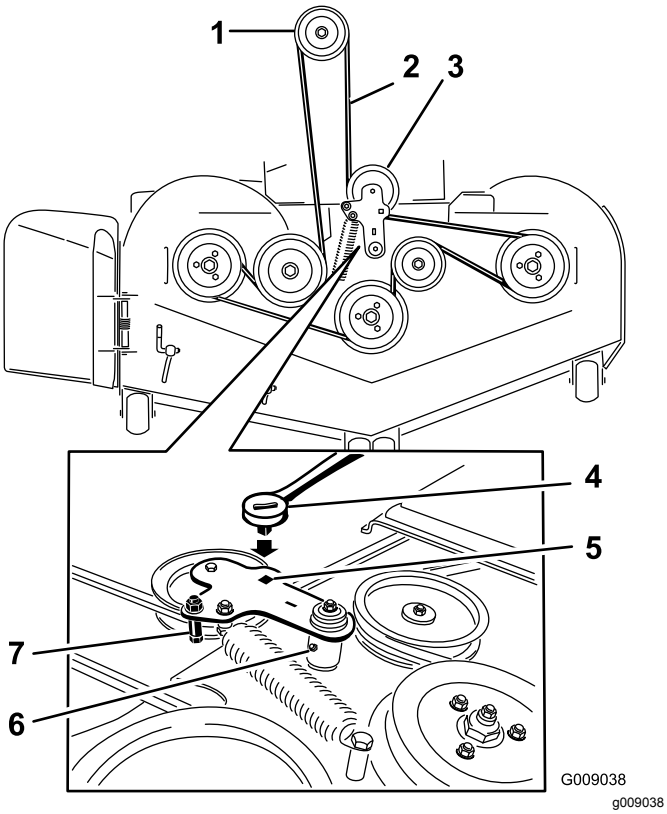

Figur 84
7. Använd en spärrhake i det fyrkantiga hålet i mellandrevsarmen för att flytta spänningen från mellanremskivfjädern (Figur 84).
9. Ta bort remstyrningen på den fjäderbelastade mellandrevsarmen (Figur 84).
11. Montera en ny rem runt klipparremsskivorna och kopplingsskivan under motorn (Figur 84).
12. Montera remstyrningen på mellandrevsarmen (Figur 84).
13. Använd spärrhaken i det fyrkantiga hålet för att montera mellanremskivfjädern (Figur 84).